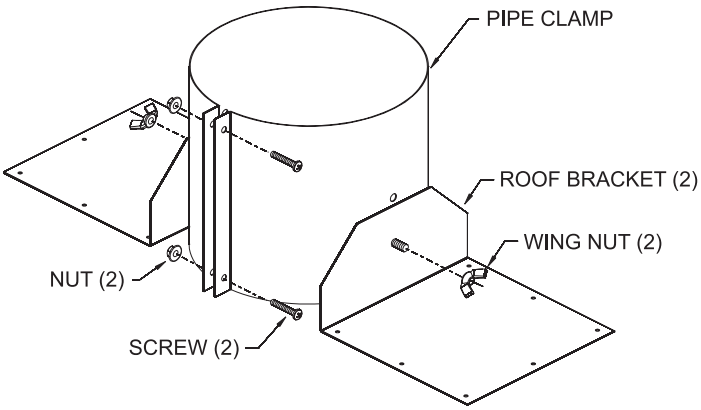

Figure 53
12. While the venting is still on the floor, assemble the roof jack components as shown in **Figure 53** and pre-install the roof jack assembly to the hard pipe approximately 18” from the top end of the hard pipe.